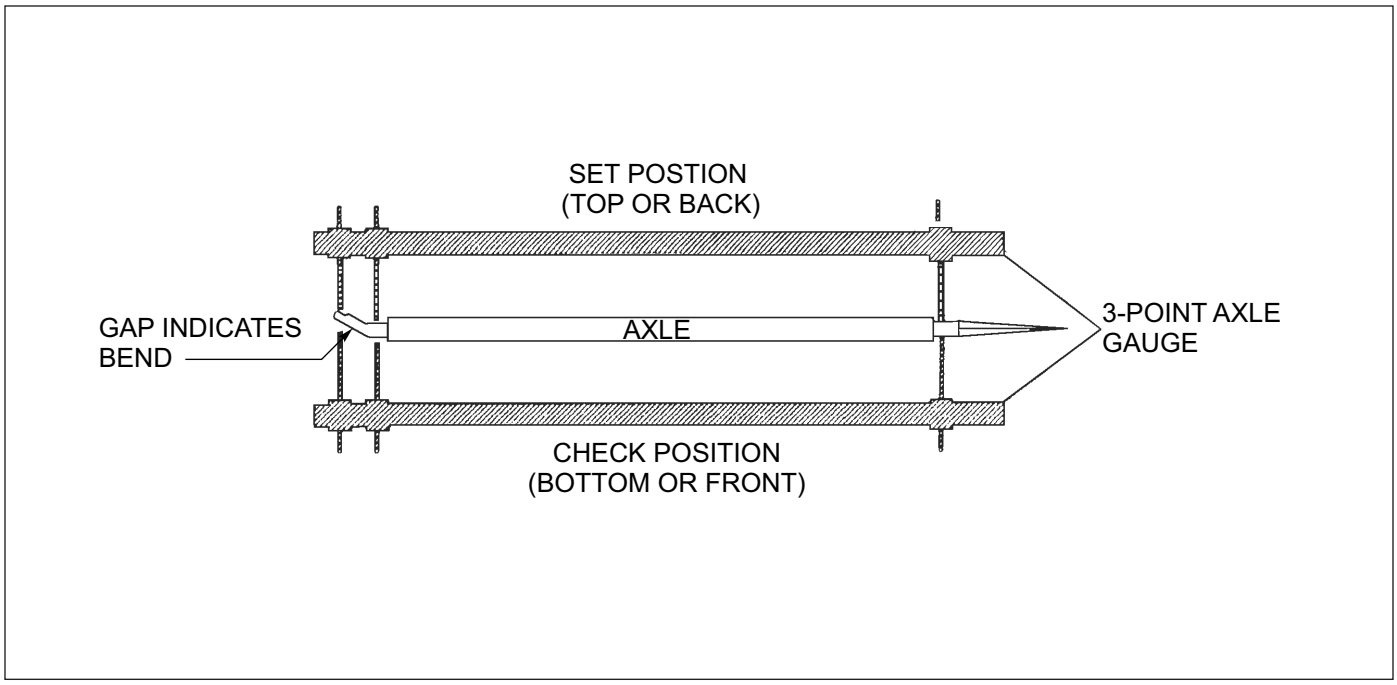

Figure 4-8: Checking Axle for Bend
2. Place a 3-point axle gauge against the front side of the axle, and adjust each axle gauge point to the axle. Double point end against the inner and outer wheel bearing surfaces of the spindle being checked and the other point on the inner bearing surface on the other spindle**(*See Figure 4-8*.)**
3. Move the axle gauge and place against the back side of the axle. If either of the points of double point end fails to touch the axle surface, a bent spindle is evident. A point gap of .015" or more is considered excessive tire “toe” and the axle must be replaced (***See Figure 4-8*).**